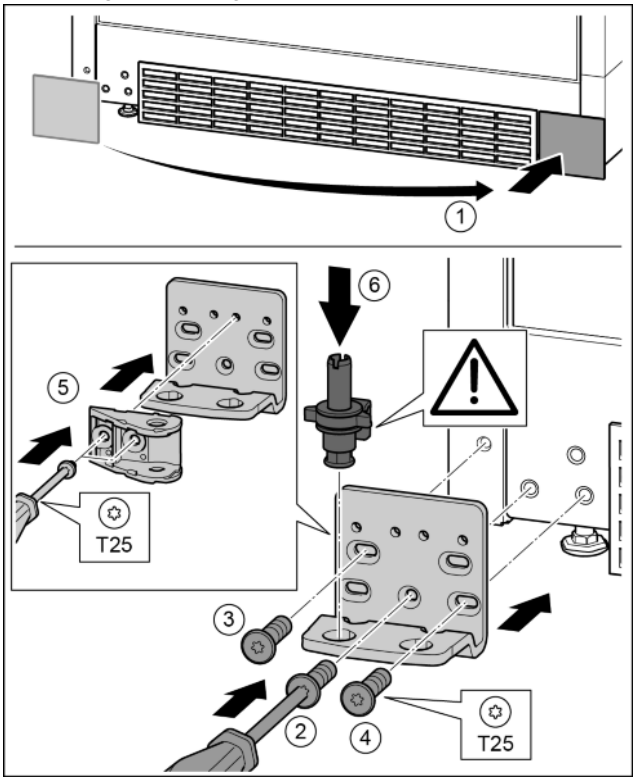

*Fig. 30*
- ▶ Remove the cover and fix onto the other side. *Fig. 30 (1)*
- ▶ Place the bearing bracket on the other side and screw in with the T25 screwdriver. Start with screw 2 at the bottom in the middle. *Fig. 30 (2)*
- ▶ Screw in screws 3 and 4. *Fig. 30 (3, 4)*
- ▶ Rotate the door mount 180°. Screw in with a T25 screwdriver on the other side of the bearing bracket. *Fig. 30 (5)*
- ▶ Insert the bearing bolts completely. Ensure here that the catch mechanism points backwards. *Fig. 30 (6)*